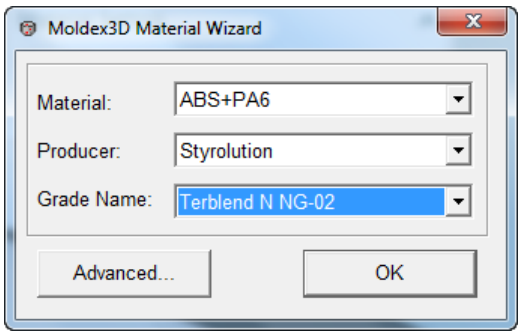

*Figure 2-35 The **Moldex3D Material Wizard** dialog box*
3. Choose the **Push button to select material** button in the **Material Setting** rollout; the **Moldex3D Material Wizard** dialog box is displayed, refer to Figure 2-35.